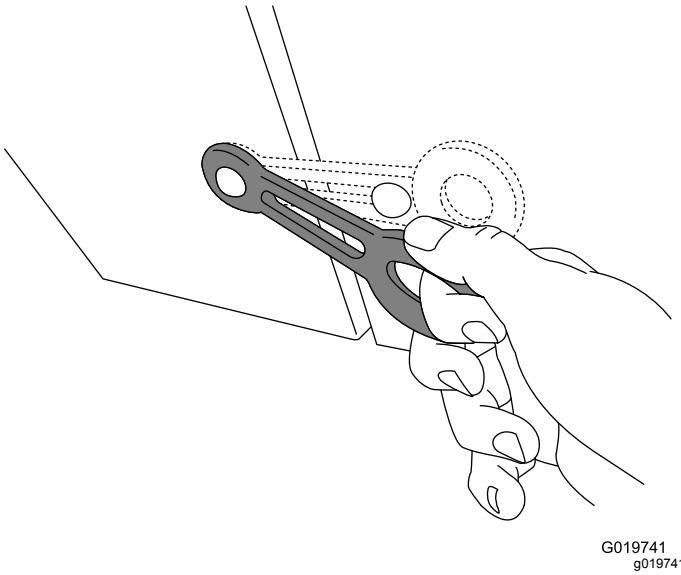

Figura 18
5. Cierre la cubierta del motor y los cierres de la cubierta (Figura 18).